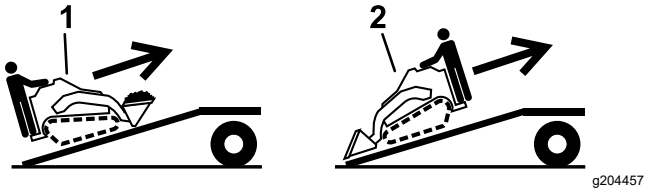

**Rysunek 28**
5. Załadunek maszyny na przyczepę wykonuj tak, aby cięższa jej strona była po wyższej stronie pochylni, ładunek przewoź nisko (Rysunek 28).